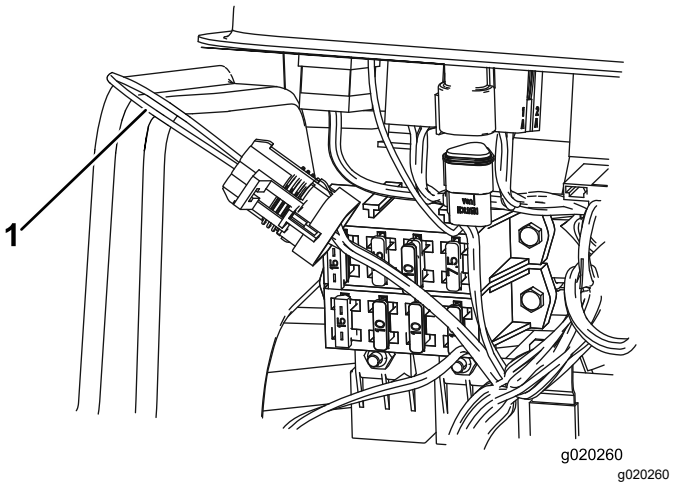

**Figur 37**
3. Lokaliser ledningsnettet og sløjfetilbagekoblingen (Figur 37).